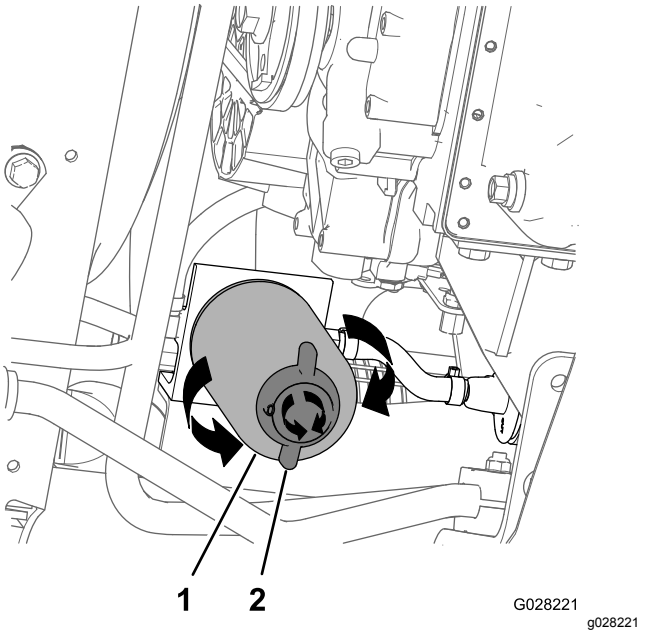

Figure 77
4. Align a drain pan under the fuel filter; refer to Figure 77 in Replacing the Water-Separator Filter (page 61).
2. Place a drain pan under the water-separator filter (Figure 77).
3. Rotate the drain valve at the bottom of the water-separator filter counterclockwise (Figure 77).
4. Clean the area around the water-separator filter and filter-adapter mount (Figure 77).
5. Remove the water-separator filter (Figure 77).
9. Ensure that the drain valve at the bottom of the water-separator filter is rotated clockwise tightly (Figure 77).